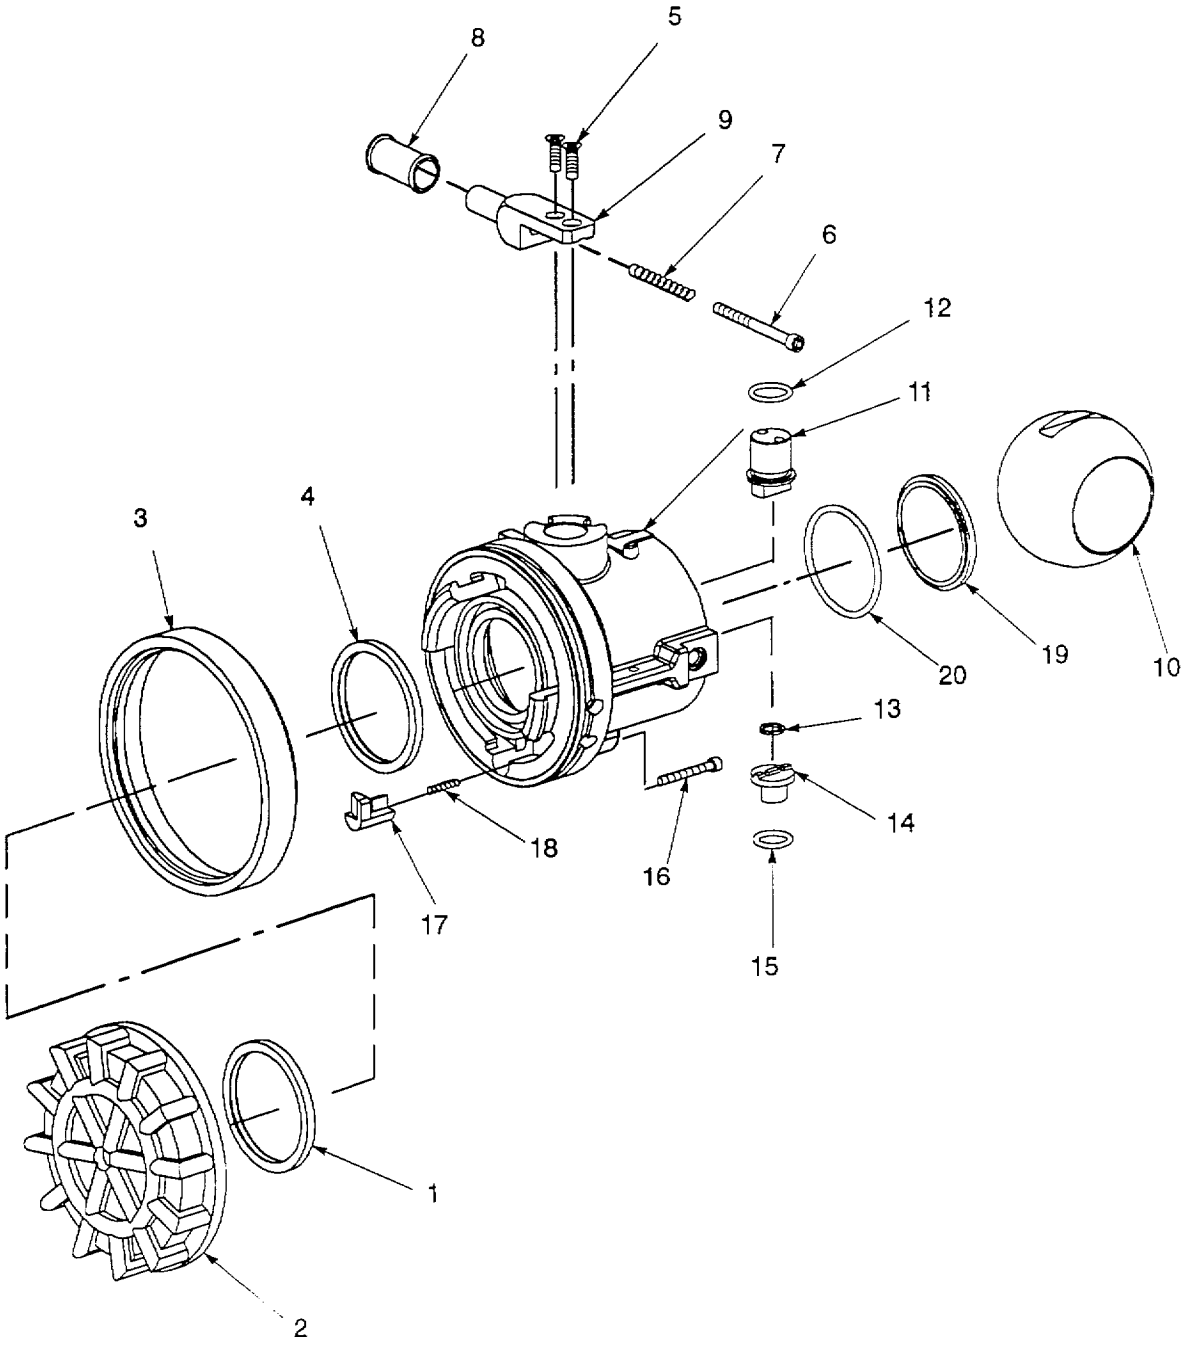
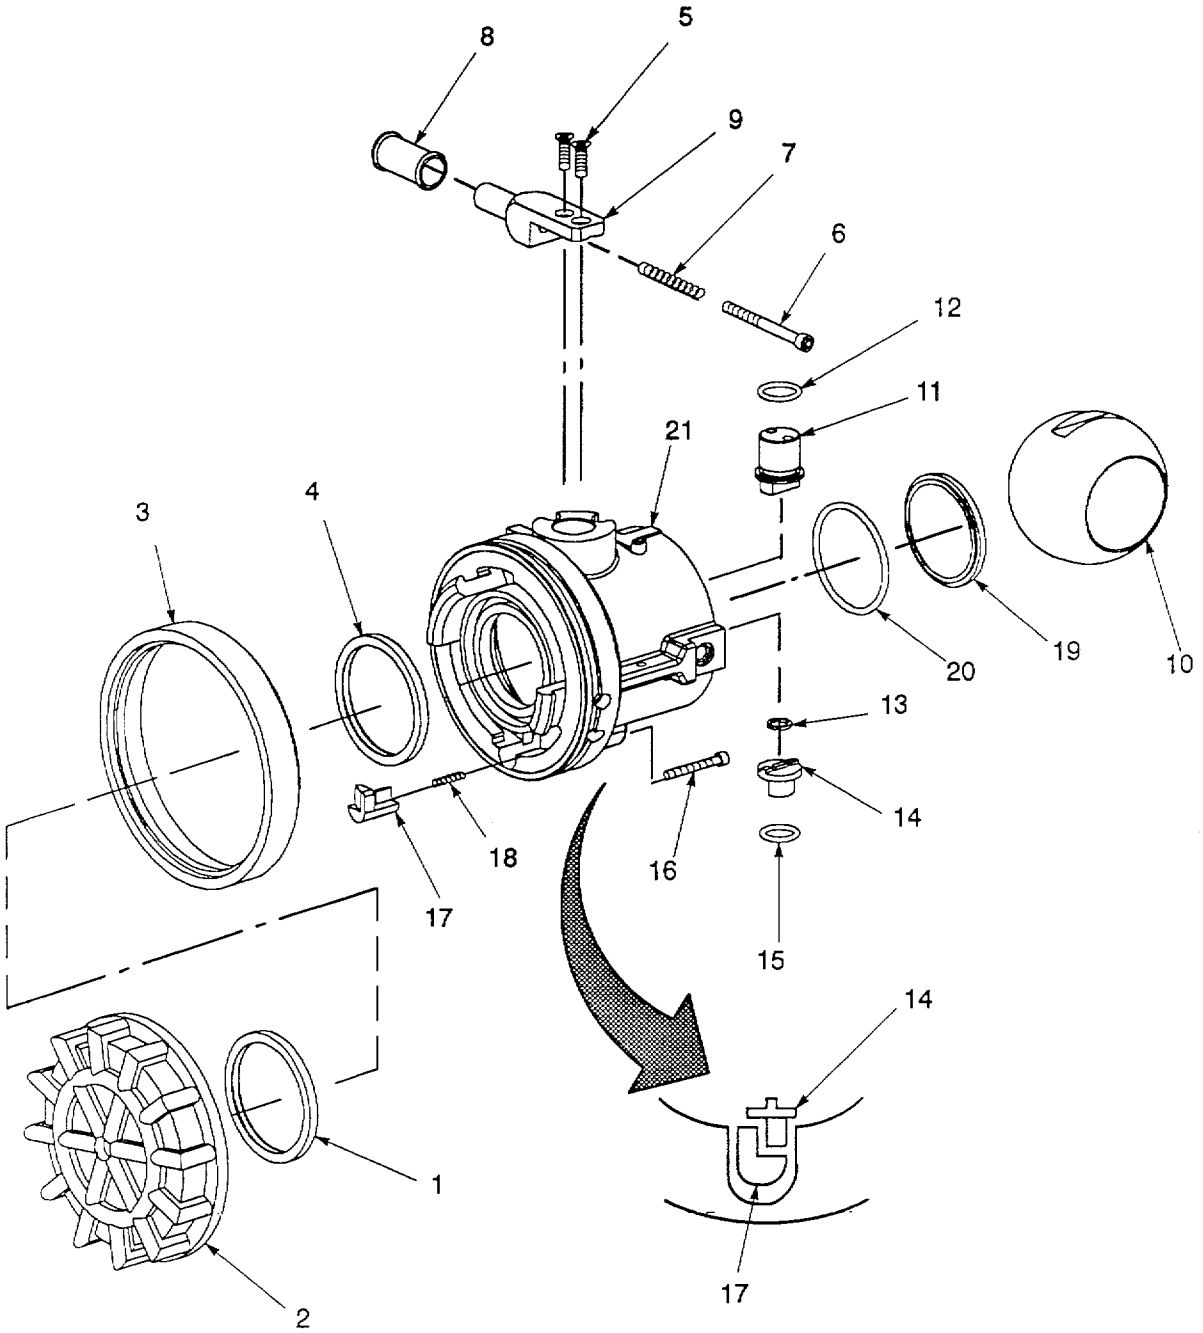

Figure 4-10. Valved Dry Break Coupling Disassembly.
Figure 4-11. Valved Dry Break Coupling Assembly.
b. Disassembly. Refer to figure 4-10.
d. Inspection. Refer to figure 4-10.
(1) Inspect body (21) for cracks, scratched or damaged sealing surfaces, damaged locking lugs and corrosion.
(2) Inspect dust cap (2) for cracks and damaged or missing locking lugs.
(3) Inspect stop pin (14) for cracks, wear and scoring.
(4) Inspect ball (10) for corrosion, flat spots and wear.
(5) Inspect lock out pin (17) for wear.
f. Assembly. Refer to figure 4-11.